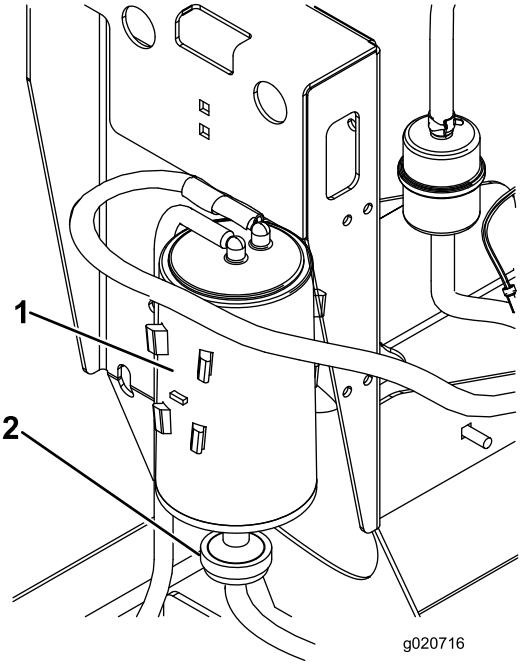

**Figur 18**
2. Frakobl slangen fra kulfilterbeholderens luftfilter (Figur 18).
3. Fjern og kassér kulfilterbeholderens luftfilter (Figur 18).